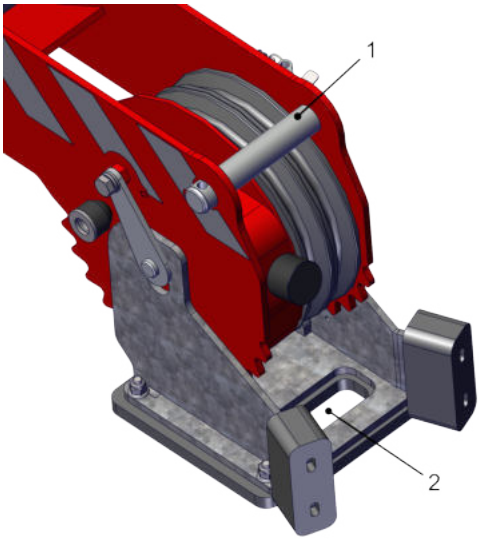

Figur 4.12 Placering af wiren
5. Før wiren ud over spilhovedet. Fjern først den øverste stift (1) fra spilhovedet. Læg wiren over den midterste styreskive, og monter den øverste stift igen. Før wiren korrekt gennem spilstoppet (se *Figur 4.12*).